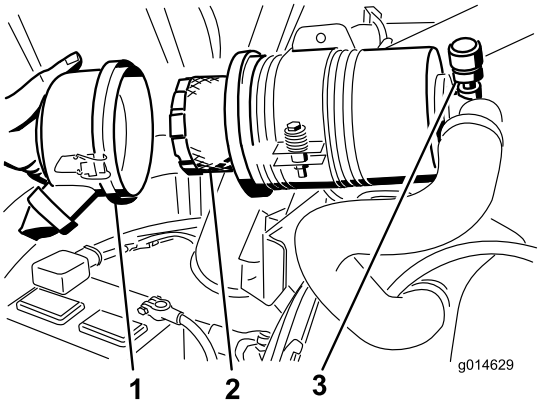

Figur 62
3. Ta bort och byt ut filtret (Figur 62).